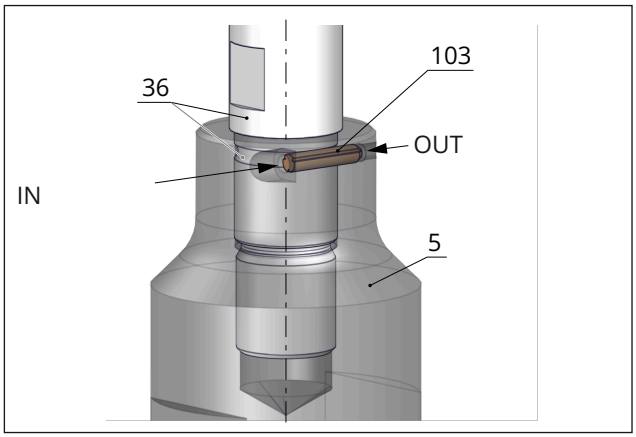

Fig. 36: *Locking pin to secure plug and plug stem or piston and piston stem (schematic drawing)*
The plug/piston and plug/piston stem are fastened together. To prevent the plug/piston from becoming unintentionally detached from the plug/piston stem, the connection is additionally secured by a tangentially inserted pin (see Fig. 36). To replace the plug/piston, proceed as follows:
1. Firmly clamp the plug/piston (5) into a vise.
2. Use a suitable tool (mandrel) to drive the locking pin (103) out of the plug or piston in the “OUT” direction (see Fig. 36).
3. Unscrew the plug/piston stem (36) from the plug or piston (5) using a suitable tool.
5. Firmly clamp the new plug/piston (5) into a vise using protective jaws. Make sure that the plug/piston is not damaged by the vise.
6. Screw the plug/piston stem (36) into the plug or piston (5) and tighten using a suitable tool. Observe tightening torque.
7. Insert a new locking pin (103) into the hole in the plug or piston in the “IN” direction. Use a suitable tool (mandrel) to drive the pin in as far as it will go.